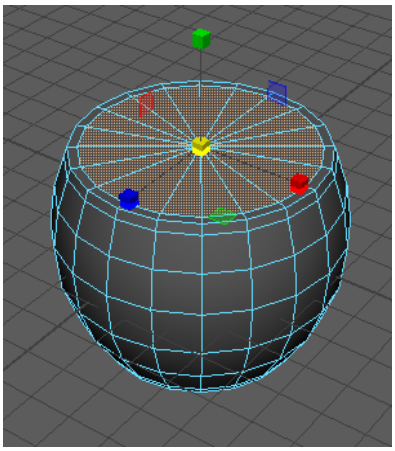

Figure 2-62 *The top selected faces of the mug scaled down using the* ***Scale Tool***
10. Invoke the **Scale Tool** and scale down the selected faces uniformly, refer to Figure 2-62.